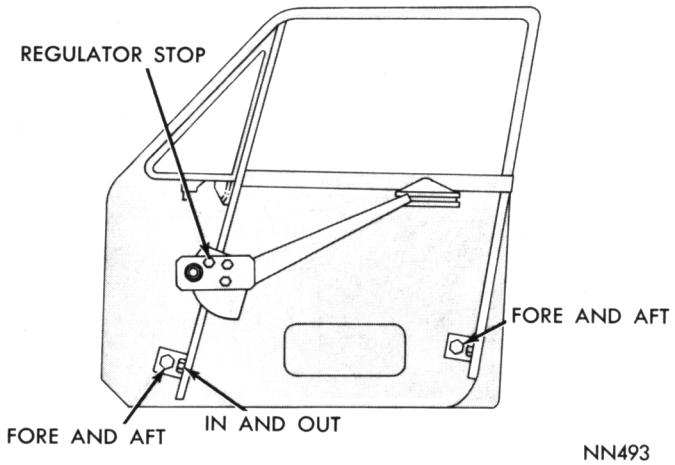

Fig. 26—Front Door Glass Adjustments—Sedan
Door Glass and Vent Wing (Fig. 26)
(1) Remove attaching screws from vent frame at door front facing.
(2) With door glass in down position, remove division channel support screw at lower end (Fig. 26).
(3) Move division channel off of glass edge.
(4) Disconnect the outer belt weatherstrip for a short distance to provide clearance for the vent wing division channel.
(1) Loosen front run channel lower mounting screw (Fig. 26).